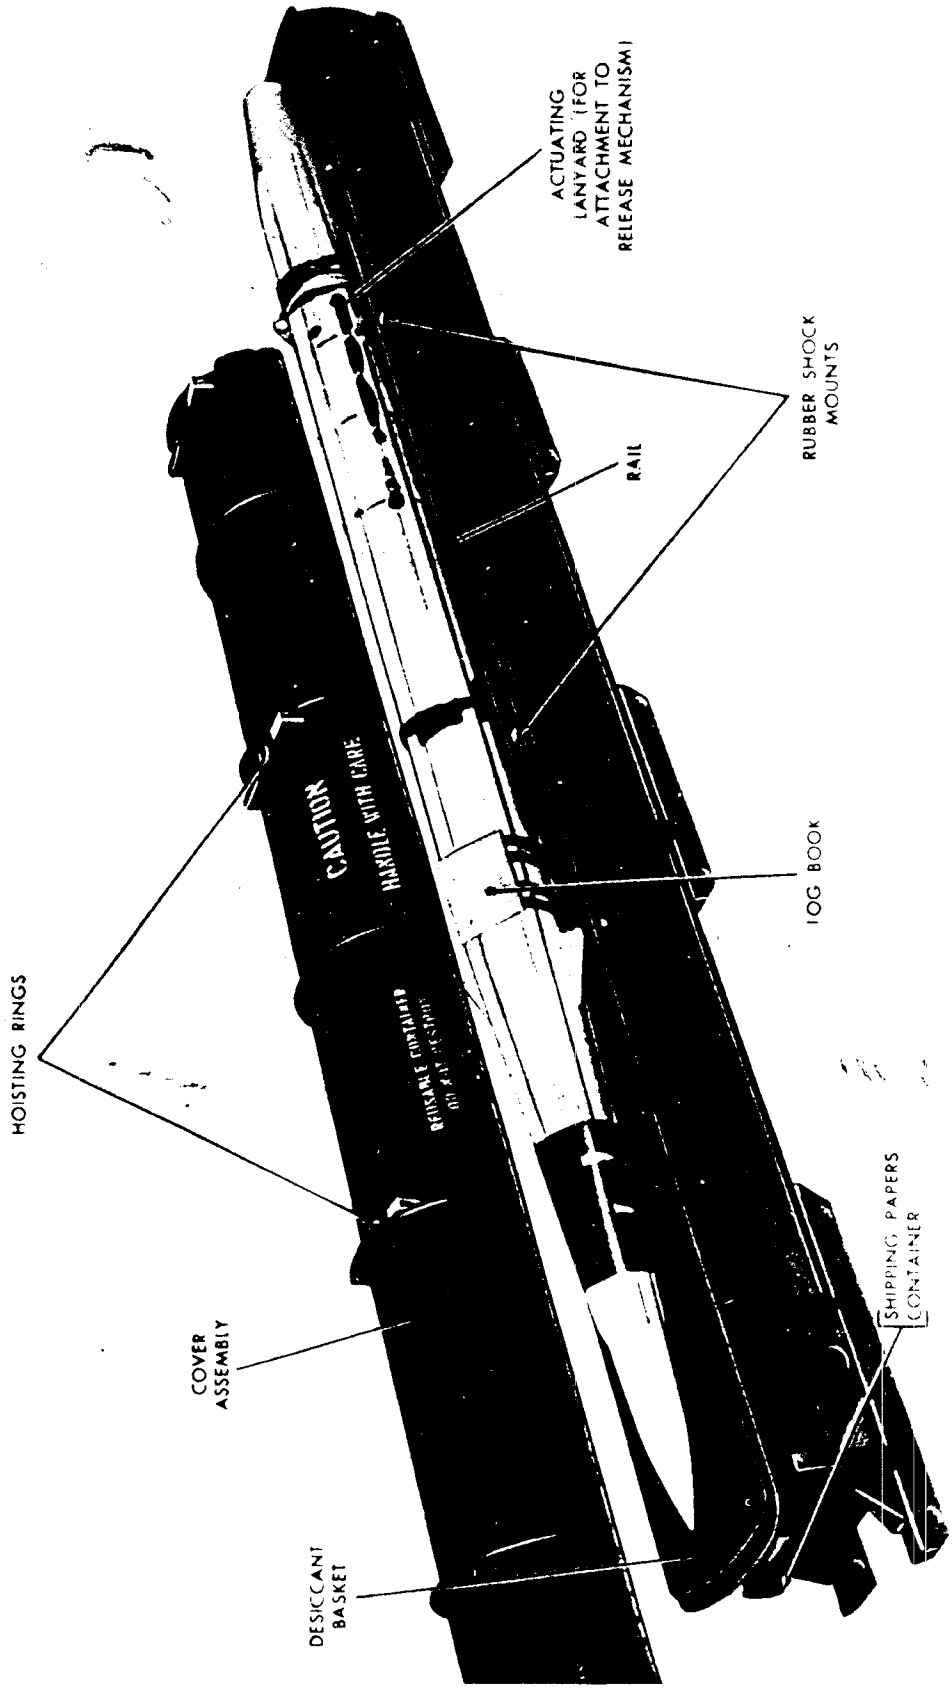
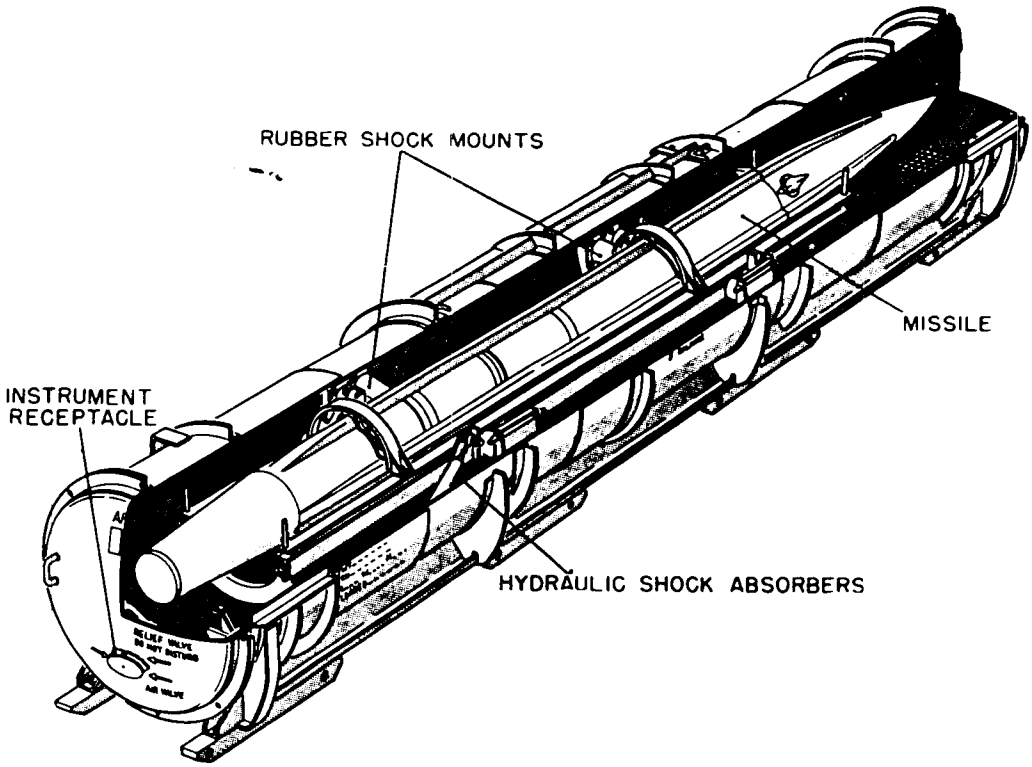

*Figure 61. Two-piece missile container.*
*Figure 62. End-opening missile container.*
*a. Missile.* The missile, less control fins, main fins, and ailerons, is shipped in a hermetically sealed, pressurized (approx. 5 psi), reusable, steel container. Two types of containers are currently being used—a two-piece type (fig. 61) and an end opening type (fig. 62). The two-piece container has a separable top and bottom section. The top and bottom sections are bolted together over a rubber gasket to form an airtight seal. Four tapered index pins facilitate proper alinement of the top and bottom sections. The lower part of the container contains a shock-rubber mounting assembly for supporting the missile during transit. Skids are fastened to the bottom of the container to facilitate moving. A steel tube designed to hold a missile log book is located in the forward end of the lower portion of the container. In some instances, the log book is taped to the side of the missile. The lower part also contains a dessicant basket at each end to absorb excess moisture. A humidity indicator is located in the upper half to indicate whether or not excessive moisture is present. One end of the upper half of the container has a steel receptacle on the outside. This receptacle houses an automotive type pressurization valve, and a pressure relief valve to prevent overpressurization. A sealed window makes it possible to visually inspect the color of the humidity indicator without opening the container. Access to this receptacle is gained by removing a protective cover plate. The two valves and the window are mounted under the cover plate on a steel plate which is removed from the outside of the container after it has been completely depressurized. Two lifting eyes located on top of the container facilitate handling. The end-opening type is similar to the two-piece type, except that the top and bottom sections are welded together and access to the missile is gained by removing the ends. The aft end is removed to take the missile out of the container. The forward end may be removed to make checks with the missile rf test set without completely removing the missile from the container. The end-opening type container has a cradle for mounting the missile during transit. This cradle is mounted on rails which makes it possible to slide the missile far enough out of the container to attach the joining hoist (for missile removal) or the test equipment (for testing without entirely removing the missile from the container).